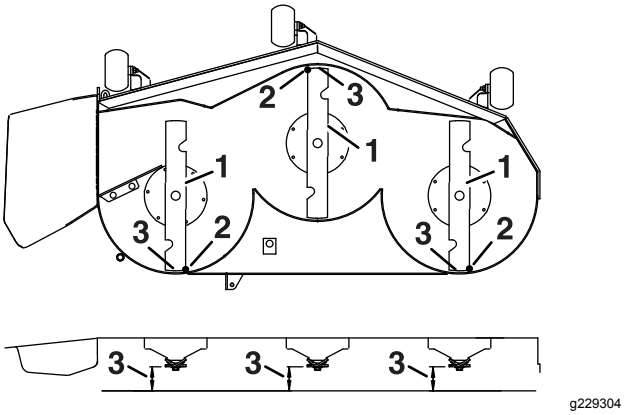

Figure 61
4. Faites pivoter les lames avec précaution pour faire passer les pointes avant à l'arrière (Figure 61).
5. Mesurez la distance entre la pointe de la lame avant et la pointe de la lame arrière par rapport à la surface plane (Figure 61).